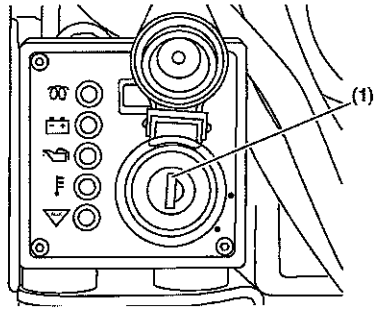
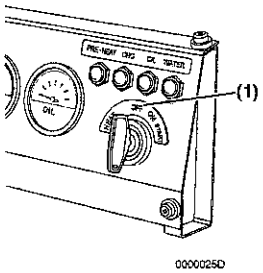

Figura 6
Figura 7
4. Ruotare la chiave in posizione OFF (SPENTO) **(Figura 6, (1))** o **(Figura 7, (1))** e rimuoverla dall'interruttore a chiave.